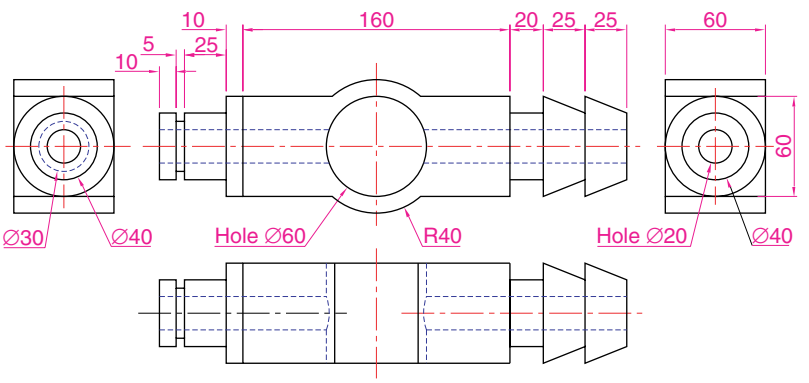

Fig. 18.23 Second example – dimensions
1. **3D Navigate/Top**. Construct polyline outlines for the body extrusion and the solids of revolution for the two end parts (Fig. 18.23). Extrude the body and subtract its hole and using the **Revolve** tool form the two end solids of revolution.